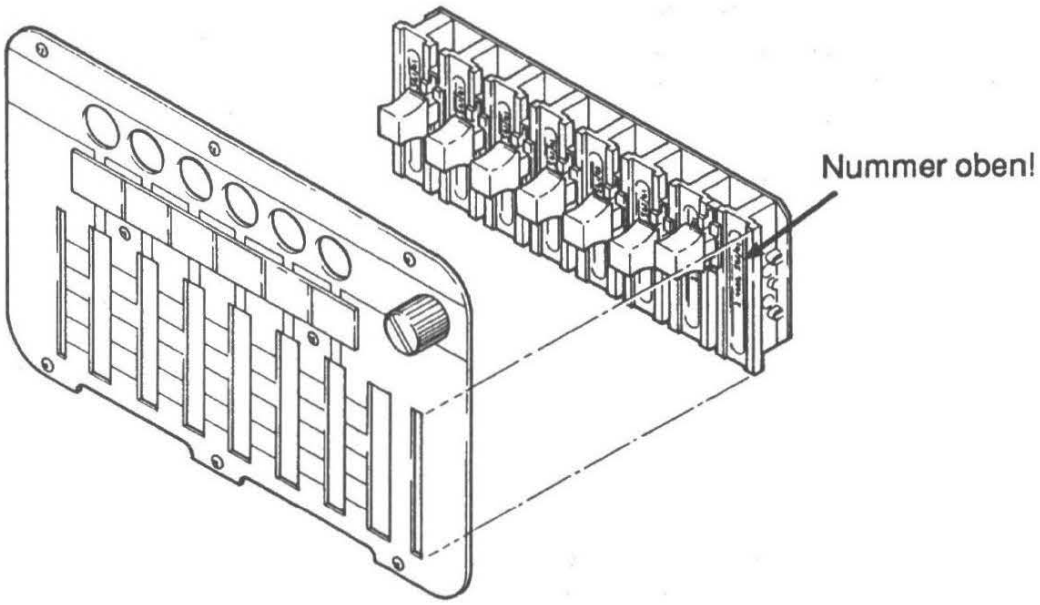

Fig 20 Orientierung des Tastenfeldes
- Tastensatz mit Nummern auf Teflon-Gleitschienen (Kulissen) nach oben wieder einsetzen, siehe Fig 20